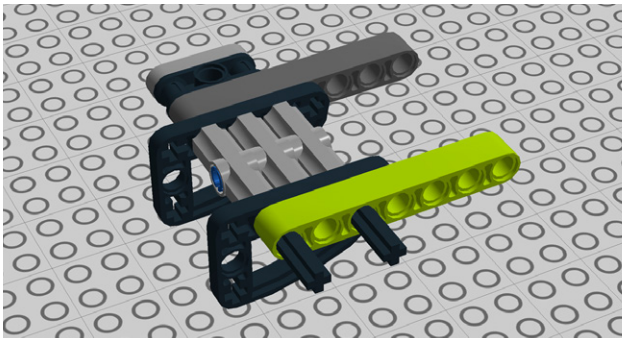

Figure 1-36. *Step 32: Adding another 7M beam*
32. Add another 7M beam as shown in Figure 1-36.